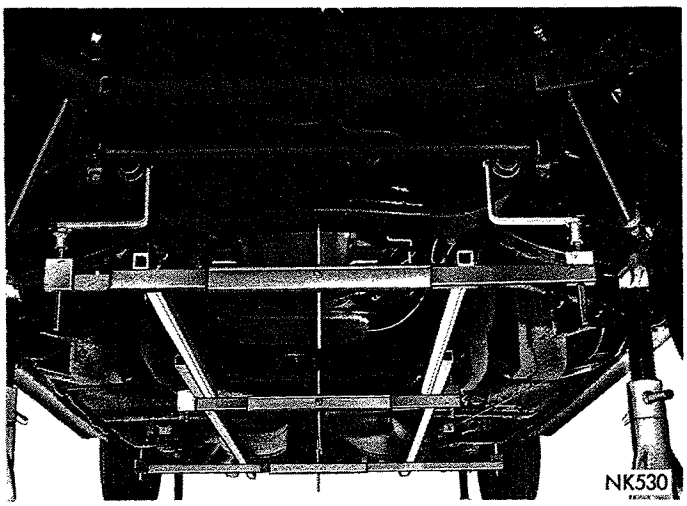
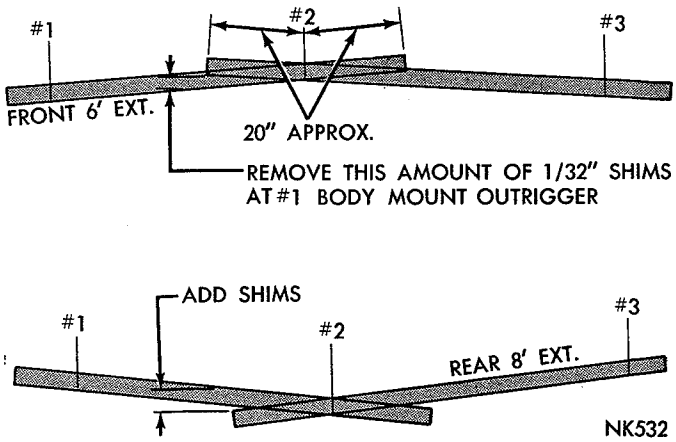

*Fig. 14—Extruded Bars in Position*
*Fig. 15—Measuring Alignment*
(4) Place the checking bars over No. 2 and No. 3 gauges, and the short bars over No. 1 and No. 2 gauges so they overlap approximately 15 to 20 inches (Figs. 14 and 15). The Number 1 body outriggers should be shimmed until check bars are in line. The diagrams in Figure 15 indicate conditions for removal and/or addition of shims. Both sides should be within 1/16 of each other.